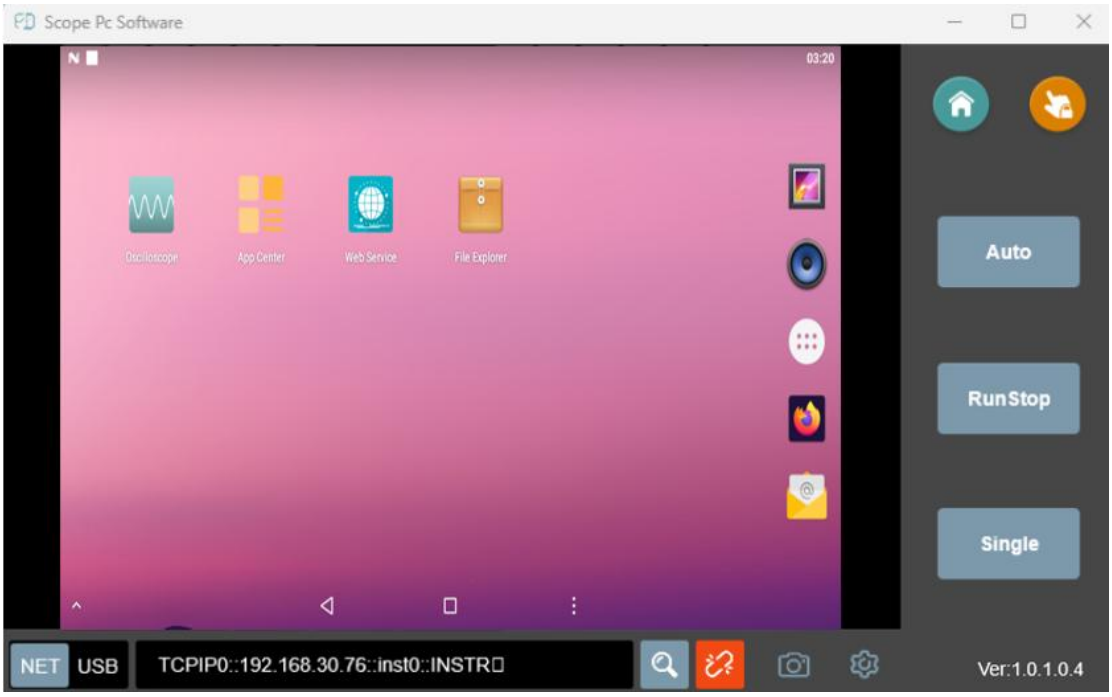

Figure 2-9
8、Click “ ”,the instrument will return to the main Android screen,as shown in Figure 2-9.